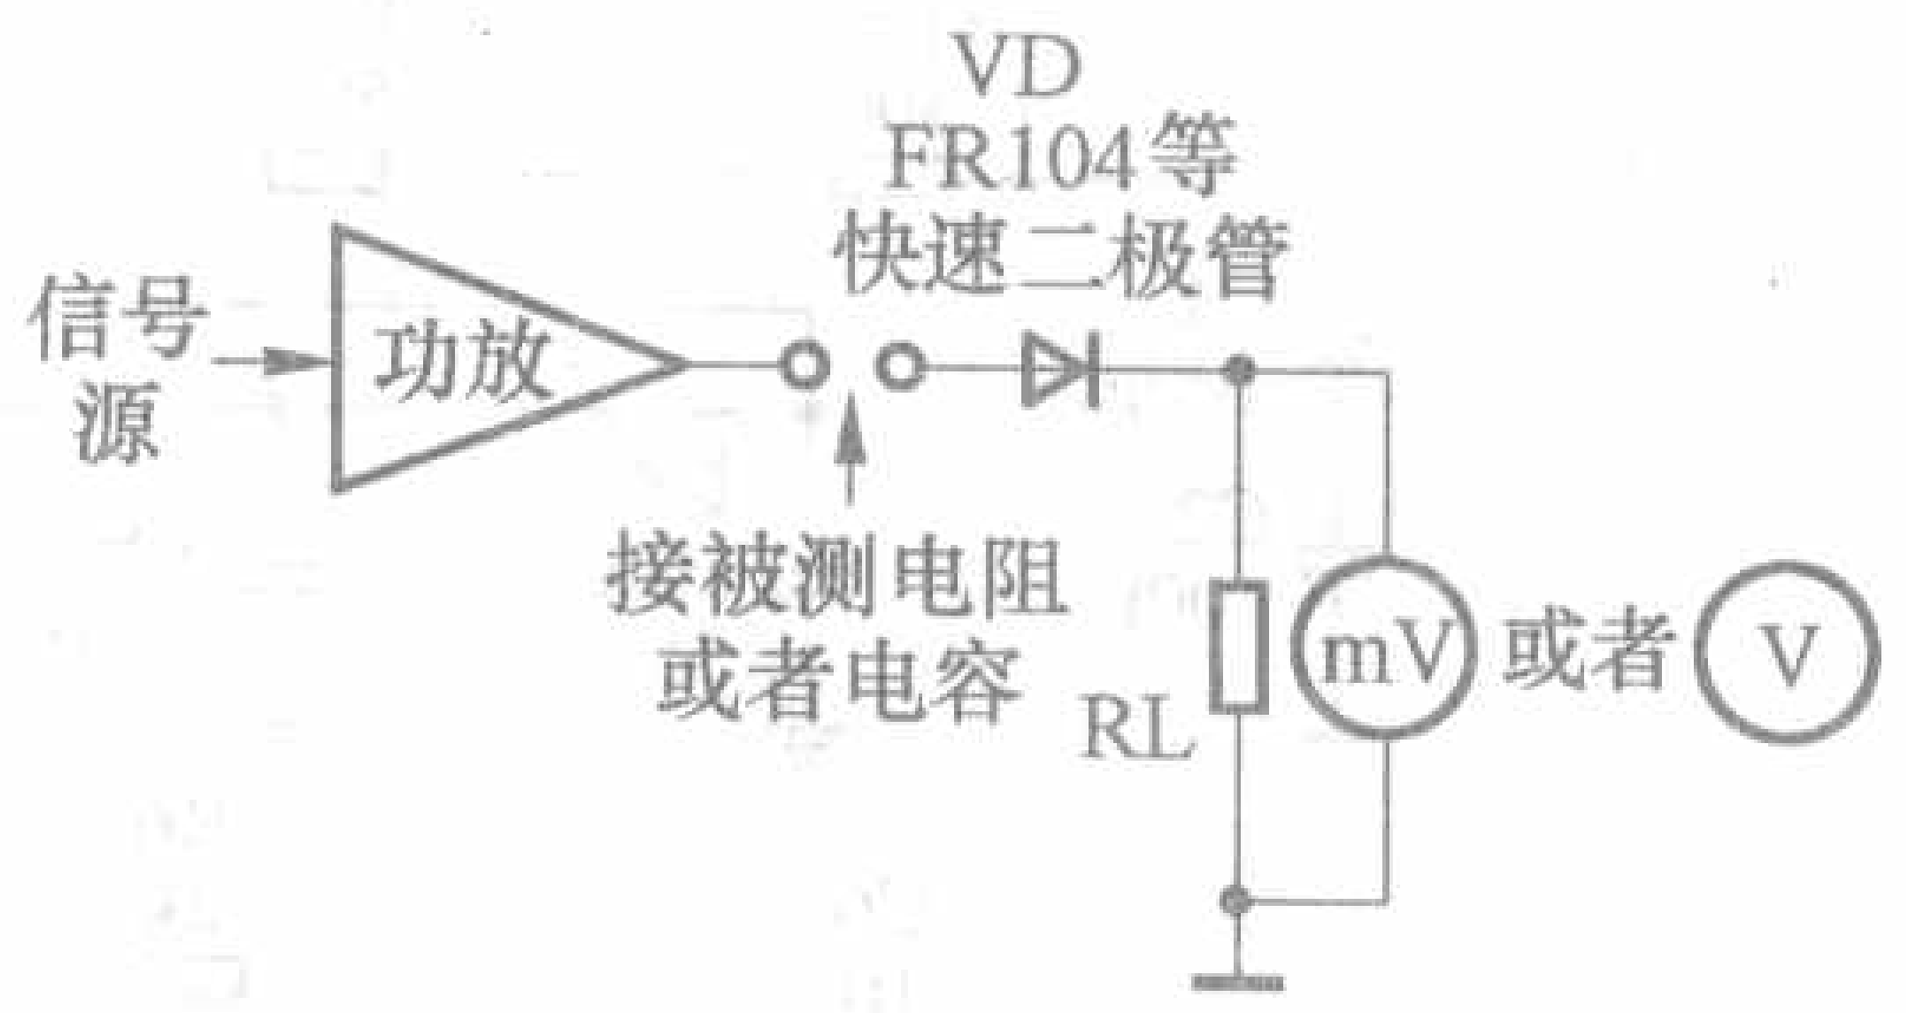

图6　一种测量电阻和电容的方法
如果我们手中有信号发生器或者电脑，并且有一个额外的音频功放，我们还可以采用图6所示的方法对电阻、电容和二极管等进行简单测试，这种方法可以称之为"瘸子里挑将军"，前提是你有额外多余的元件可供挑选。
图6的方法是一种"定性"的挑选方法，不管是电阻，电容还是二极管，把负载电阻RL上压降最接近的元件集中起来，就是我们想要的。测量二极管的时候，图6中的二极管VD可以省略，也可以保留。信号源可以使用信号发生器，也可以从电脑的声卡获得，对信号的波形和失真没有什么特别的要求。信号的频率可以选择50Hz和1kHz两个频率，对于小容量的电容，也可以增加一个16kHz的频率。如果没有信号发生器或者电脑，我们也可以进行更简单的测试，找一个普通的电源变压器，从次级就可以得到50Hz的信号，可以直接用来测试而不再需要信号源和功放。对于电源的主滤波电容，因为容量比较大，这种方法更简单有效。
在大的电解电容上并联0.1μF左右的CBB电容被认为是改善电源性能的有效的方法，不过笔者的观点是必须以电解电容性能良好为前提，要想有改善，CBB电容同样应该良好，否则标称容量再大，并联再多的CBB，你也会失望乃至疑惑和苦闷，用图6的"土办法"费力测量一下也许可以解除你很多的苦闷和疑惑。
(2)定性筛选正向压降的一致性。可以使用图6或者其他方法，有专业仪器更好；